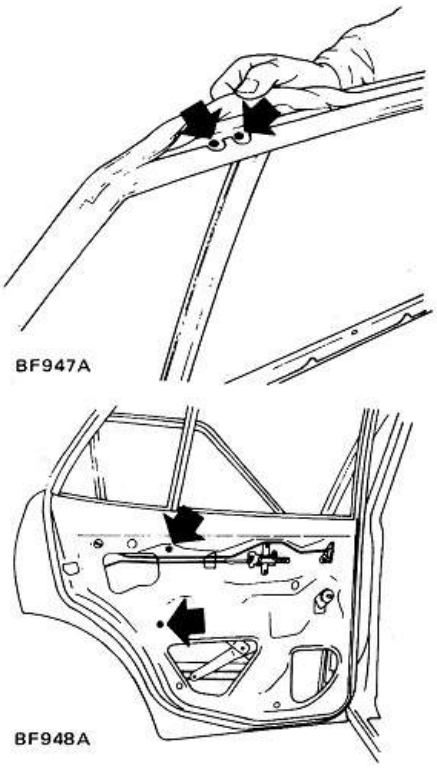

Fig. BF-35 Dépose des glissières de vitre arrière
5. Déposer les vis de fixation des glissières de glace arrière. Voir Fig. BF-35.